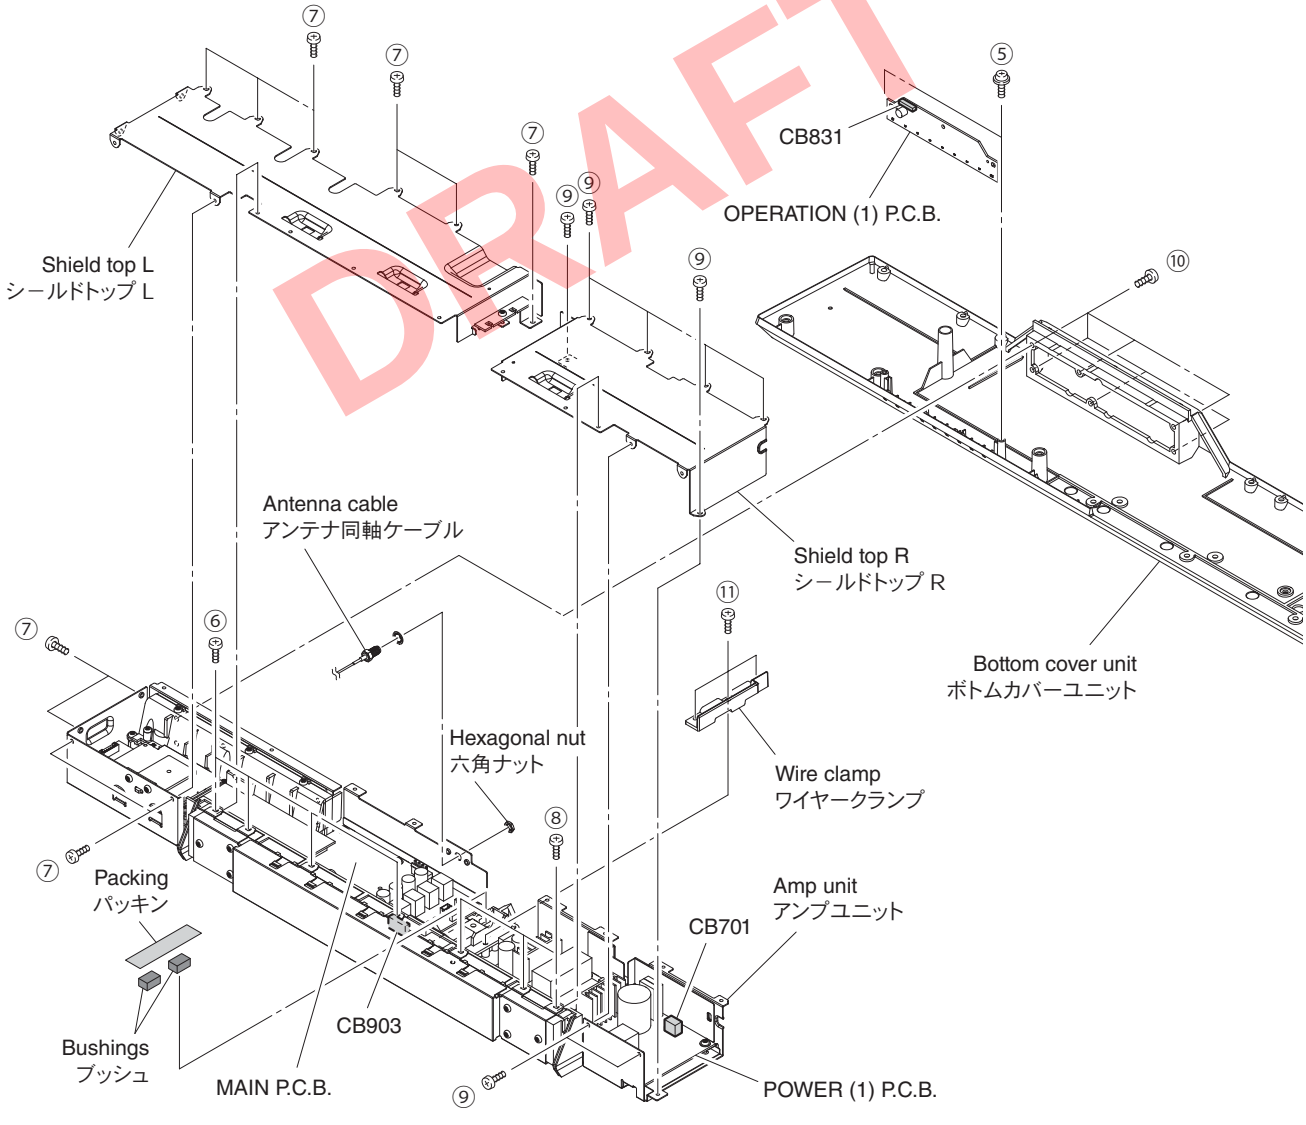

Fig. 3
3. Removal of Amp Unit (Fig. 3)
c. Remove 2 screws (⑤).
e. Remove the OPERATION (1) P.C.B.
f. Remove 4 screws (⑥), 10 screws (⑦), 3 screws (⑧) and 8 screws (⑨).
h. Remove 6 screws (⑩).
i. Remove 3 screws (⑪) and then remove the wire clamp.
3. アンプユニットの外し方（Fig. 3）
c. ⑤のネジ 2 本を外します。
f. ⑥のネジ 4 本、⑦のネジ 10 本、⑧のネジ 3 本、⑨のネジ 8 本を外します。
h. ⑩のネジ 6 本を外します。
i. ⑪のネジ 3 本を外し、ワイヤークランプを外します。